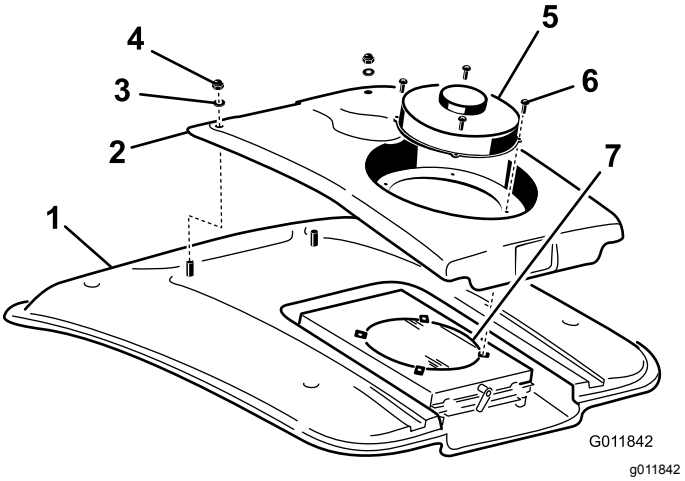

Figur 116
2. Lossa de fyra skruvar som fäster fläkten och kondensatorkåpan vid fläktmonteringen (Figur 116).
4. Lossa de två muttrarna och brickorna som fäster kondensatorkåpans främre del vid hyttens tak (Figur 116).
8. Rengör luftkonditioneringskondensatorn noga med tryckluft (Figur 116).